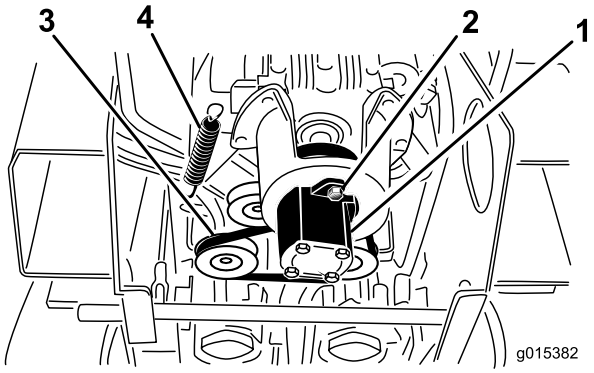

Rysunek 52
5. Poluzuj 2 śruby pompy (Rysunek 52).
6. Przekręć licznik pompy zgodnie z kierunkiem wskazówek zegara i pozwól, aby opadł z koła pasowego (Rysunek 52).
7. Korzystając ze ściągacza sprężynowego (skontaktuj się z autoryzowanym przedstawicielem serwisowym) lub sztywnego haka metalowego, pociągnij za krawędź koła pasowego luźnego i ściągnij je ze śruby sprężynowej w celu zmniejszenia napięcia paska (Rysunek 52).